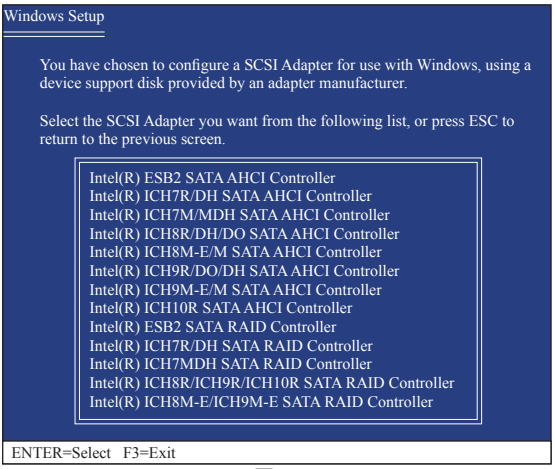

図 3
セットアップがフロッピーディスクの Intel ICH10R SATA RAID/AHCI ドライバを正しく識別したら、以下の図 3 のようなコントローラメニューが表示されます。上または下矢印キーを使用して、表示されたアイテムを 1 つ選択し、<Enter> を押します。BIOS セットアップの**SATA RAID/AHCI Mode**アイテムを RAID モードに設定したら、**Intel(R) ICH8R/ICH9R/ICH10R SATA RAID Controller** を選択します。(AHCI モードの場合、**Intel(R) ICH10R SATA AHCI Controller** を選択します)。